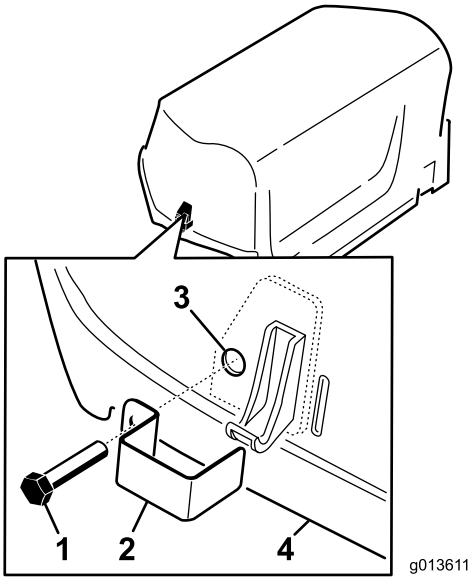

**Figur 7**
1. Monter en sliskelås over venstre og højre motorhjelmlås med en fransk skrue (2 stk. i alt) (Figur 7).
2. Brug en tang eller justerbar nøgle og skru en indvendig låseskive på hver bolt (1-2 gevind) for at fastgøre bolten (Figur 7).